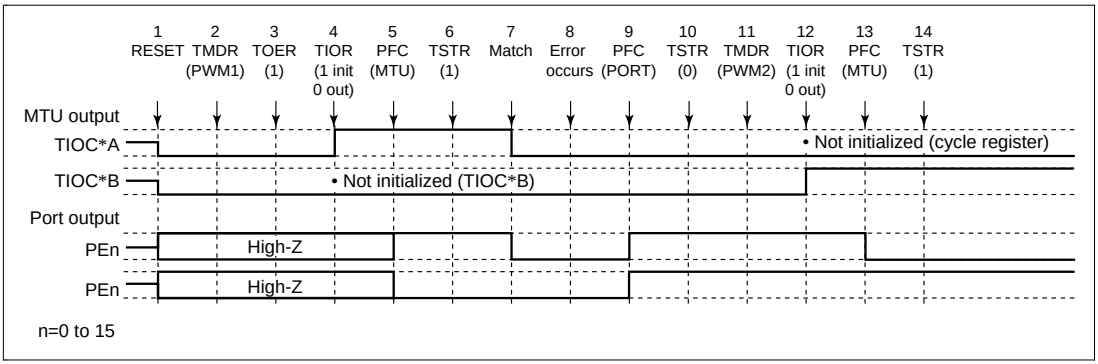

Figure 12.104 Error Occurrence in PWM Mode 1, Recovery in PWM Mode 2
(9) Operation when Rrror Occurs during PWM Mode 1 Operation, and Operation is Restarted in PWM Mode 2: Figure 12.104 shows an explanatory diagram of the case where an error occurs in PWM mode 1 and operation is restarted in PWM mode 2 after re-setting.